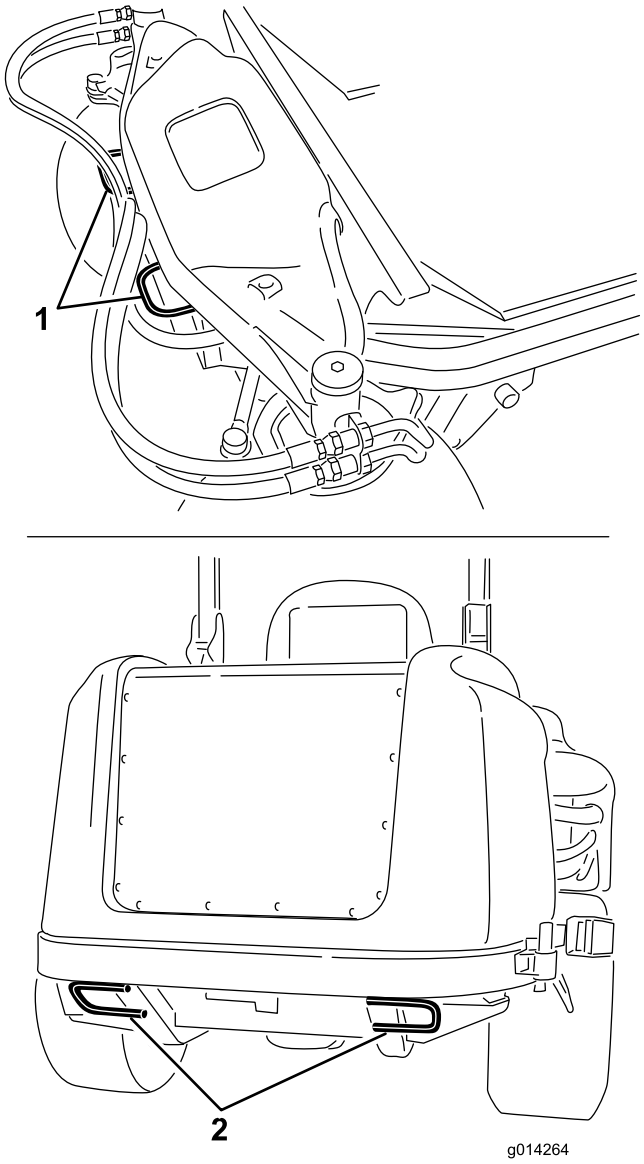

Figuur 36
- Zet de machine goed vast op de aanhanger of de vrachtwagen met behulp van riemen, kettingen, kabels of touwen volgens de plaatselijke verkeersvoorschriften (Figuur 36).